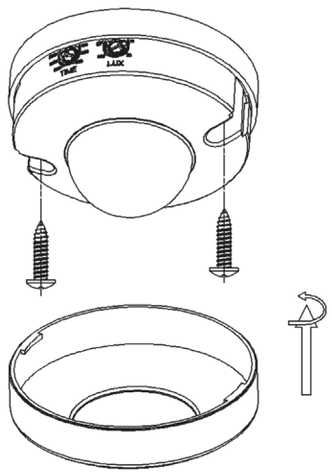

fig.1
- Gire la cubierta del dispositivo en sentido anti-horario para separarla del resto del dispositivo (fig.1).